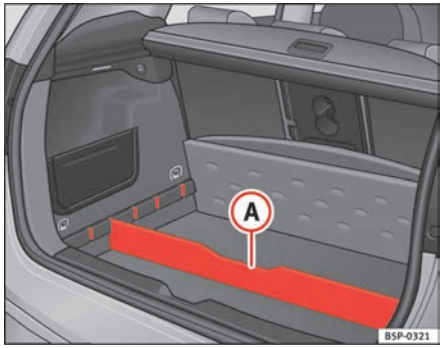

Fig. 107 Variable floor boot stowage compartment
– Fit the separator (A) ⇒ fig. 107, into the side grooves depending on the size of the objects to be transported. The onboard tool kit and the spare wheel are located underneath the luggage compartment.